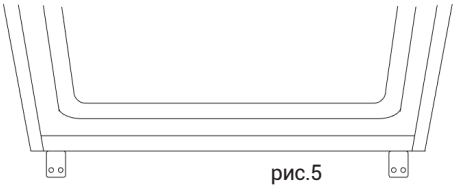

рис.5
5. У основания находятся две металлические крепежные пластины. Их необходимо выровнять по отношению к основанию кухонного шкафа, как указано на рис. 5 – 5,4